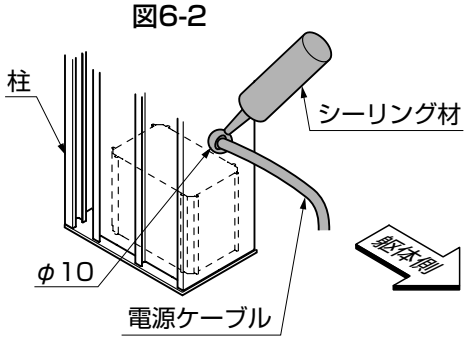

図6-4　LED照明 オプション を取付ける場合
- LED照明 オプション を下部から配線する場合は、電源ケーブルを通す柱の柱固定ベースを避ける位置にφ10の孔をあけ、電源ケーブルを通してください。(図6-4参照)